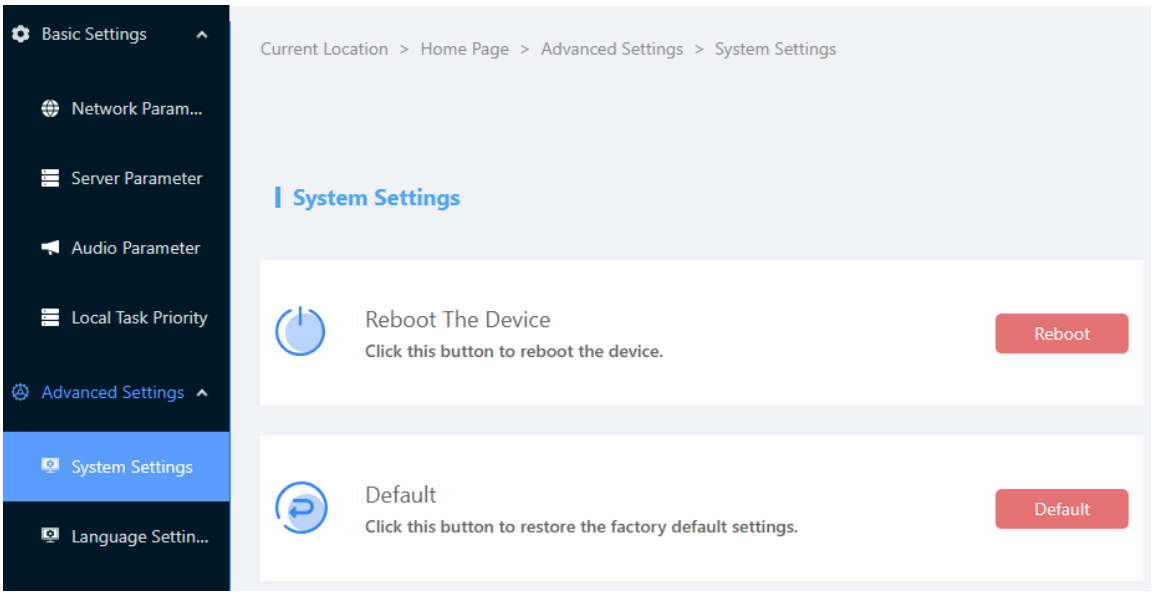

Рисунок 9 – Перезагрузка и сброс
2.5.7.1 Для перезагрузки или сброса устройства необходимо зайти в меню «Advanced Settings / User Management» (рисунок 9).